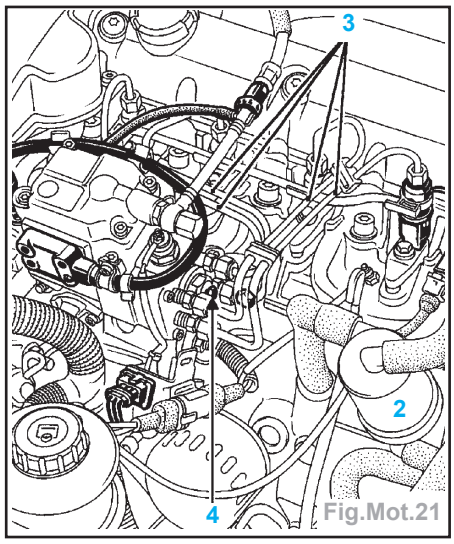

Fig.Mot.21
- Déposer le décanteur d'huile (2) et les tuyaux (3) haute pression de gazole (Fig.Mot.21).
- Visser à la place du bouchon (4) le support **Mot.856-02** équipé de son entretoise.